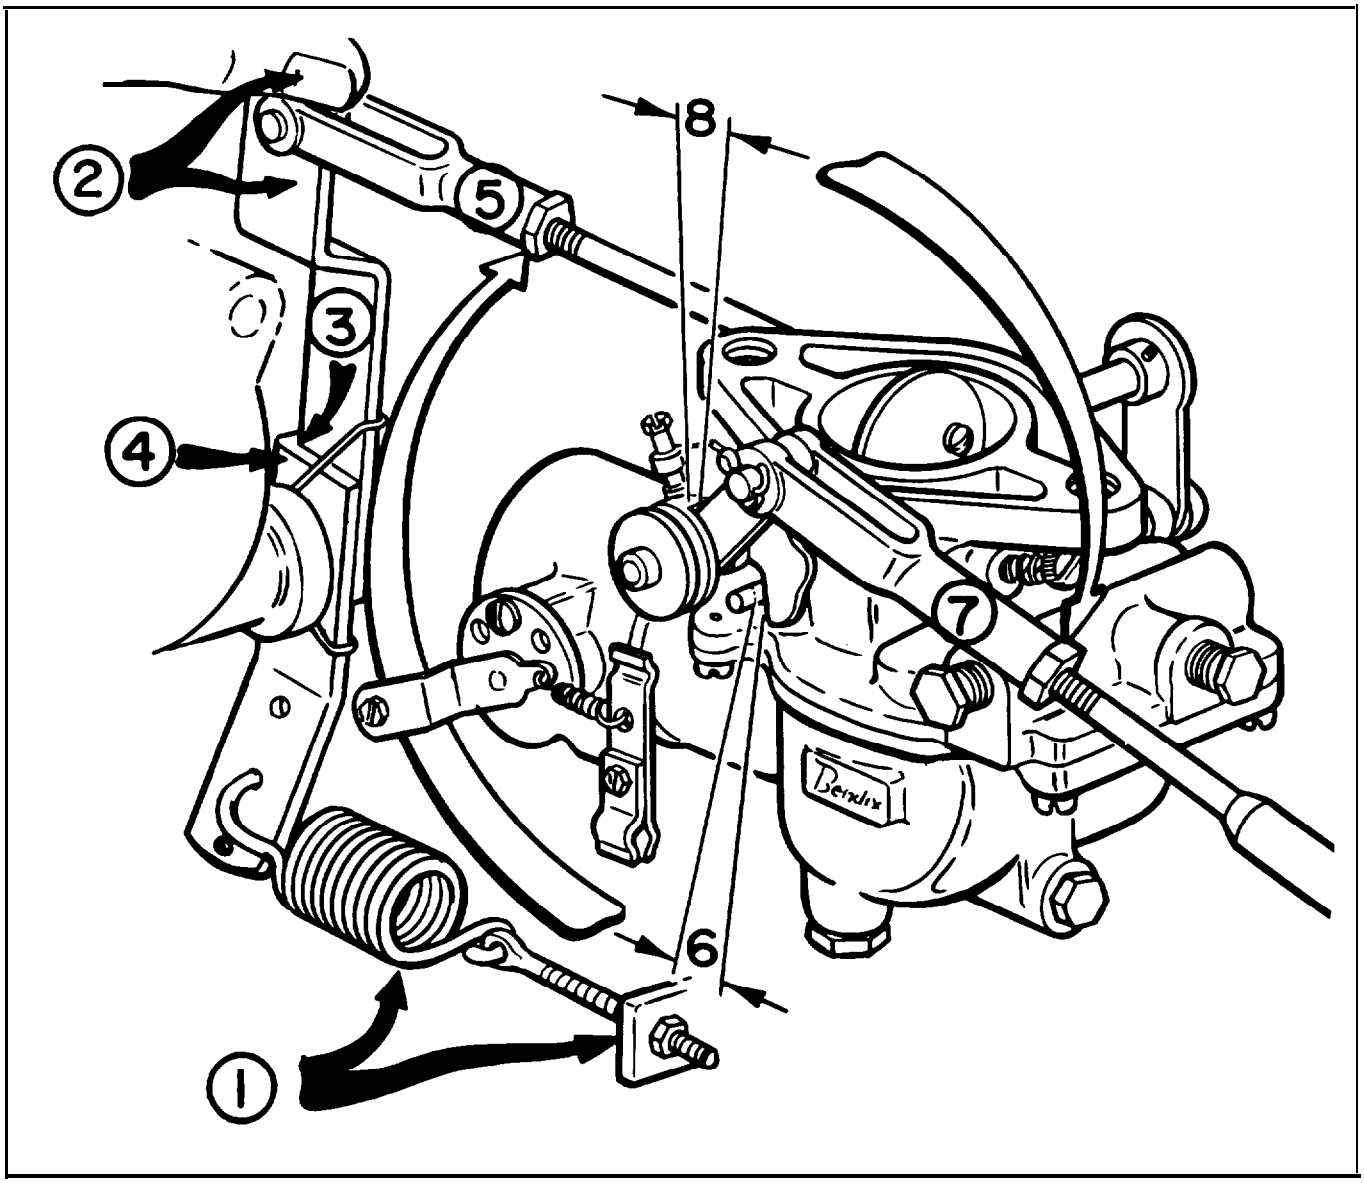

Figure 4-57. Governor and Linkage Adjustment
c. Refer to figure 4-57 and adjust governor linkage as follows;
d. With governor spring (1) connected, push with finger at (2) until breakover arm (3) contacts governor arm (4).
e. Adjust clevis (5) to obtain 1:32 of an inch clearance at (6).
f. Then, adjust the accelerator pedal clevis (7) to obtain 1/32 of an inch clearance at the carburetor throttle shaft breakover arm (8).
g. Start the engine and check no-load maximum governed speed, which should be 2350 RPM. If this speed is low, adjust governor spring tension at point (1) by loosening locknut on adjusting rod, and tightening adjusting nut until proper engine speed is obtained.
h. Tighten locknut at point (1) securely after adjusting spring tension.